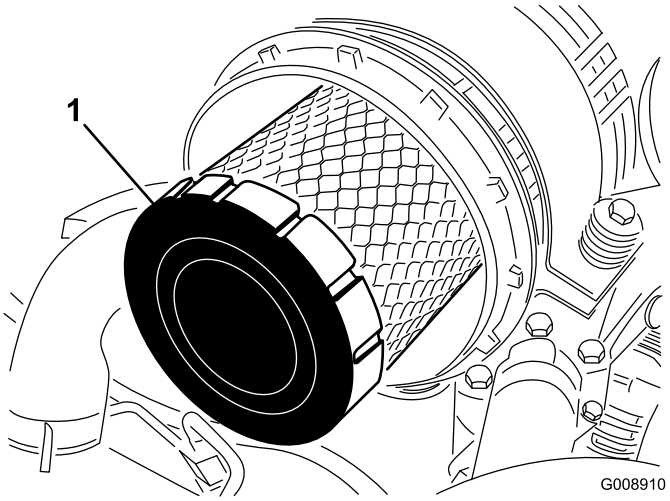

Figur 63
4. Afmonter og udskift primærfilteret (Figur 63).